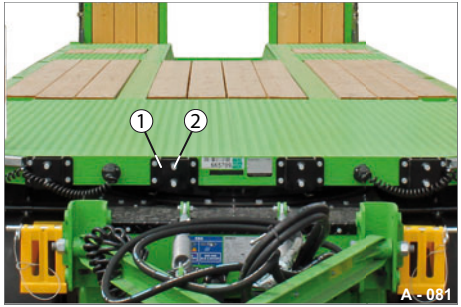
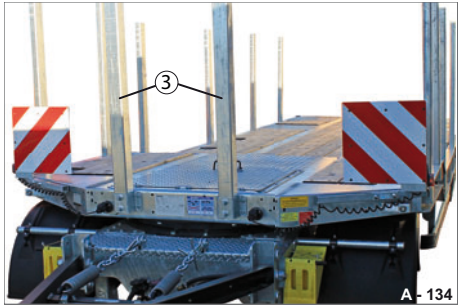

Abb. 99 Rungentaschen stirnseitig
Abb. 100 Rungen stirnseitig
- ▶ Stecken Sie die Runge (Abb. 100/3) ganz in die Rungentasche (Abb. 99/1) ein.
- ▶ Sichern Sie die Runge mit beiden Schrauben (Abb. 99/2).